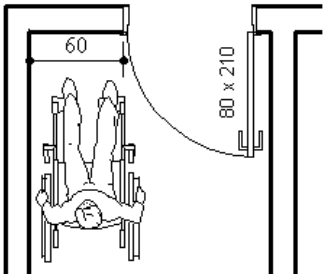

FIGURA 28
2.2) PORTAS: As portas, inclusive de elevadores, devem ter um vão livre mínimo de 0,80m. Em portas com mais de uma folha, pelo menos uma delas deverá atender a esta condição. Para cada porta deverá ser garantido um espaço com largura de, no mínimo, 0,60m, denominado ÁREA DE APROXIMAÇÃO, ao lado da maçaneta e voltada para o lado em que o usuário puxa a porta. Este espaço permite que o usuário de cadeira de rodas abra a porta, sem atrapalhar a sua trajetória de abertura (FIGURA 28).